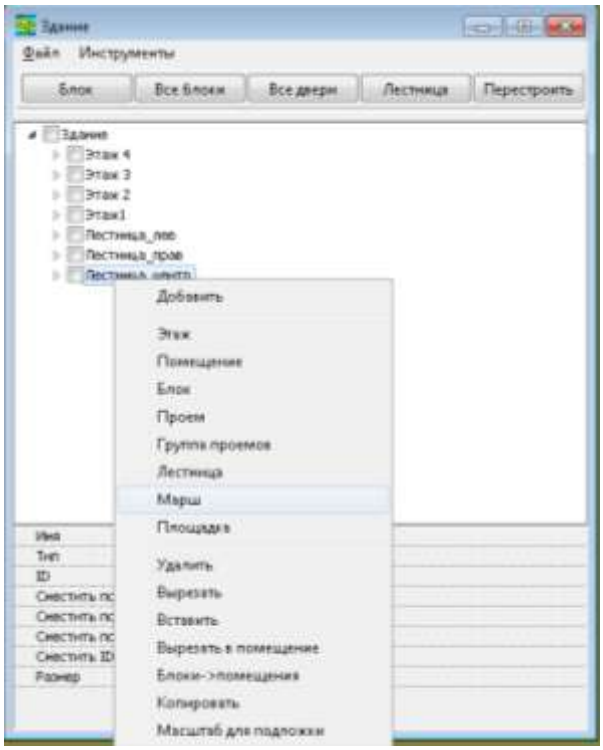

Рисунок 4.94 – Формирование лестниц. Создание лестничного марша. Инструмент «Здание»
(1) добавить элемент *«Марш»* на «Лестницу» (Рисунок 4.94), если элемент уже существует, то выделить его левой клавишей мыши (Рисунок 4.95 б);